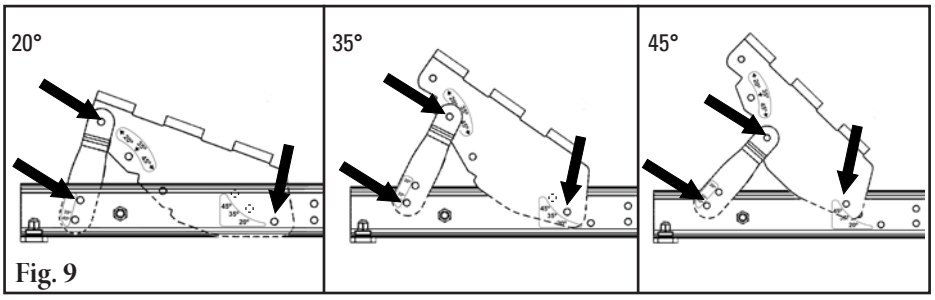

Fig. 9
9. **Reset wing assemblies.** Depending on trough setting (20°, 35° or 45°) use Fig. 9 to reset trough on all wing assemblies. Tighten to 60 ft-lb torque.